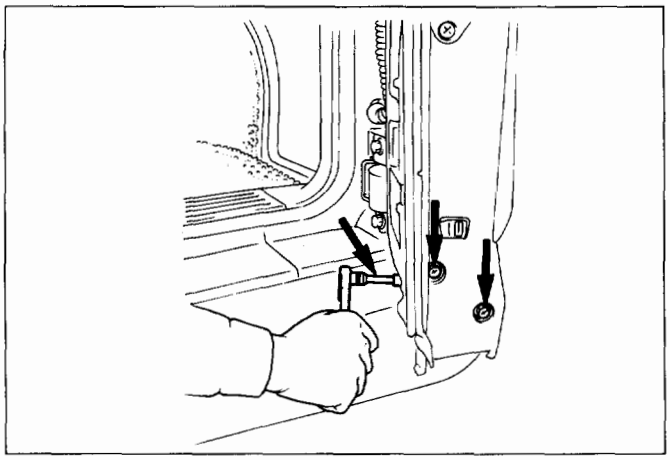

Fig. 10-157
1. **Tailgate trim panel (RH)**
- Refer to "TAILGATE TRIM PANEL (RH)" in this section.
3. **Tailgate lock assembly (RH) (Fig. 10-157)**